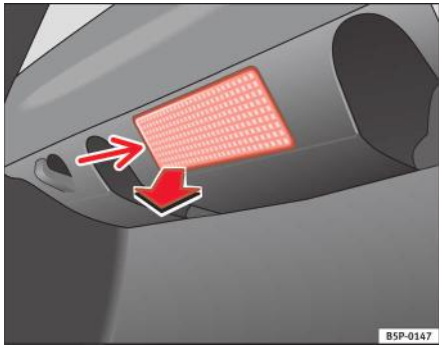

Fig. 148 Lampa din portbagaj
– Scoateți suportul în formă de lalea apăsând pe marginea interioară a acestei săgeți cu muchia unei şurubelnițe ⇒ fig. 148.